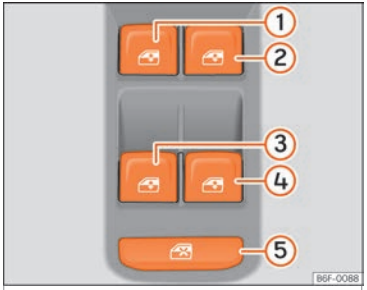

Abb. 106 Ausschnitt aus der Fahrertür: Schalter für die Fenster.
Mit dem Sicherheitsschalter ››› **Abb. 106 ⑤** in der Fahrertür können die Fensterheber-Tasten in den hinteren Türen außer Funktion gesetzt werden.